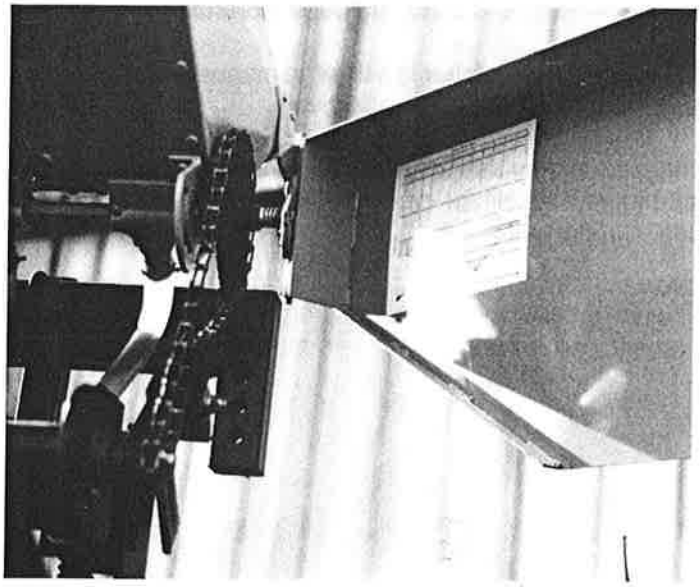

FIGURE 4-4
5. Next install the chain guard end doors on the appropriate ends. On the right hand side (looking from the rear), apply the amber reflector tape to the front edge of the door, then apply the red reflector tape to the left side door front. (See Fig. 4-4)